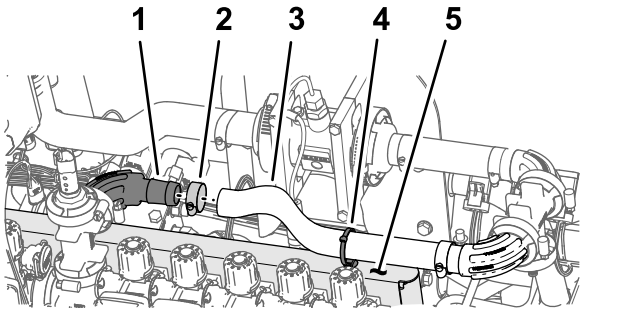

Rysunek 110
1. Zamocuj wąż (1 x 16 cali) do kolanka kołnierzowego 90° (1 cal) w sposób pokazany na Rysunek 110.
2. Zamocuj wąż do złącza kołnierzowego za pomocą zacisku węża (Rysunek 110).
3. Zamocuj opaskę kablową/łącznik wciskany do otworu u góry wspornika zaworów w sposób pokazany na Rysunek 110.
4. Zamocuj opaskę kablową/łącznik wciskany (Rysunek 110) wokół węża (1 x 16 cali).